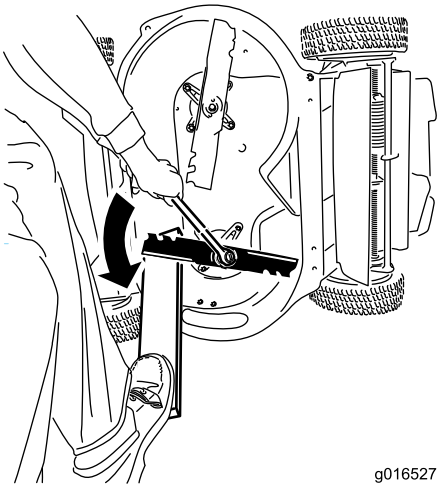

Figur 38
1. Bruk en treblokk for å støtte knivene, og drei knivbolten mot urviseren som vist i Figur 38.